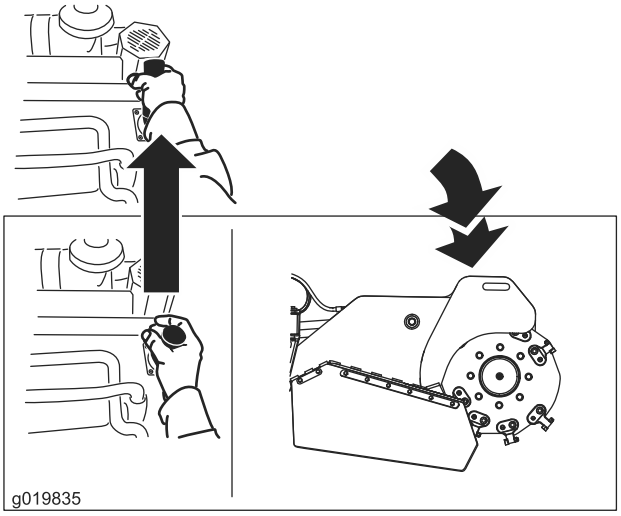

Figuur 15
- Druk de hendel naar voren om de frees te laten zakken (Figuur 15).